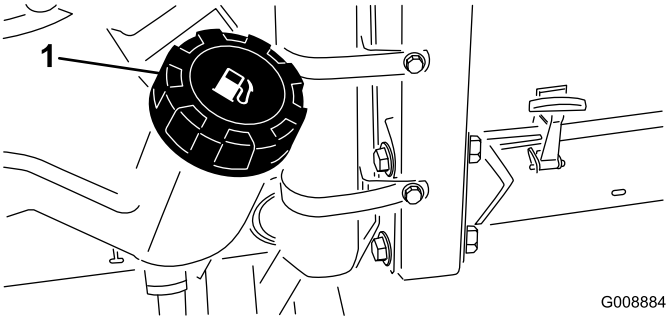

Figuur 39
1. Maak de omgeving van de dop van de brandstoftank schoon (Figuur 39).